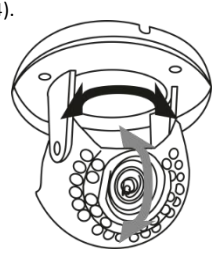

Рис. 4.
- Сориентируйте камеру, повернув видеомодуль от 0° до 360° по горизонтали и от 0° до 180° по вертикали(Рис. 4).